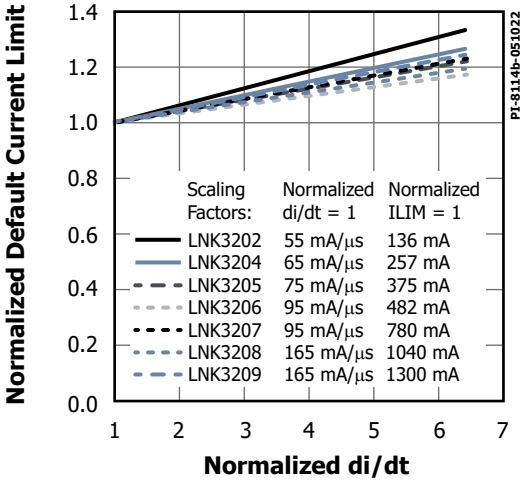

Figure 21. Default Current Limit vs. di/dt.
D. For current limit at other di/dt values, refer to Figures 21 and 22.